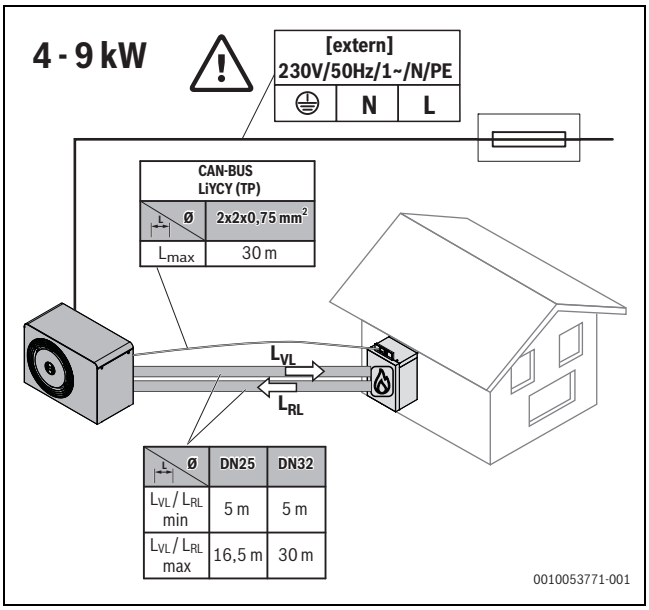
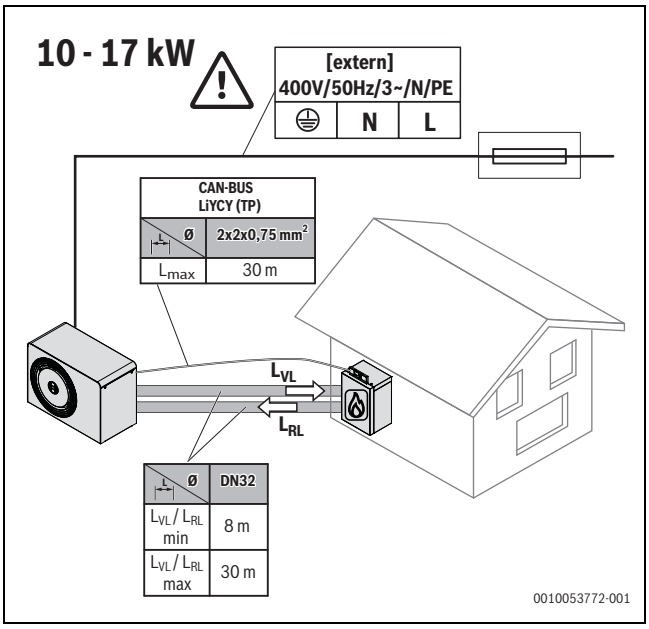

Afb. 8 Eisen aan leidinglengten 4 – 9 kW
Afb. 9 Eisen aan leidinglengten 10 – 17 kW
- Houd de minimale en maximale lengten van de leiding en de CAN-BUS-kabel tussen de aansluiting op de leidinggroep HF-Set HYC40-2 (enkelvoudige leidinglengte) en de buiteneenheid aan (→ afb. 8 resp. afb. 9)